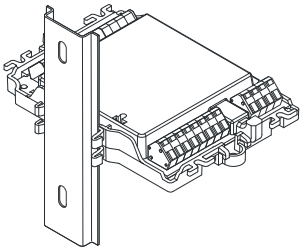

Fig. 1
- On a top hat rail (Fig. 1)
2. Push the input/output module with the mounting feet against the top hat rail until the mounting feet engage (Fig. 1).
- Auf einer Hutschiene (Fig. 1)
2. Drücken Sie den Ein-/Ausgabebaustein mit den Montagefüssen gegen die Hutschiene, bis diese einrasten (Fig. 1).